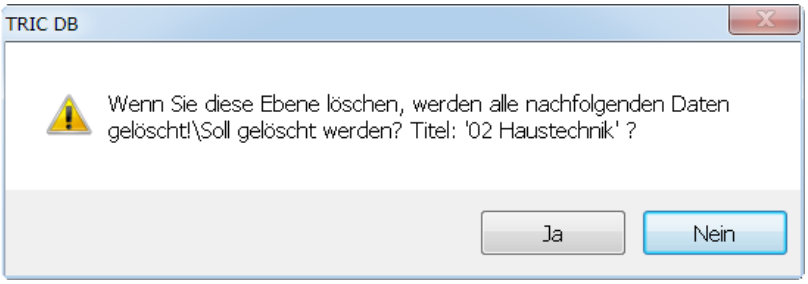

Bild 18.40 – Sicherheitsabfrage vor dem Löschen
- Daraufhin erscheint eine Sicherheitsabfrage mit der Warnung, dass hierdurch alle untergeordneten Einträge ebenfalls gelöscht werden. Bestätigen Sie (Abb. 18.40).